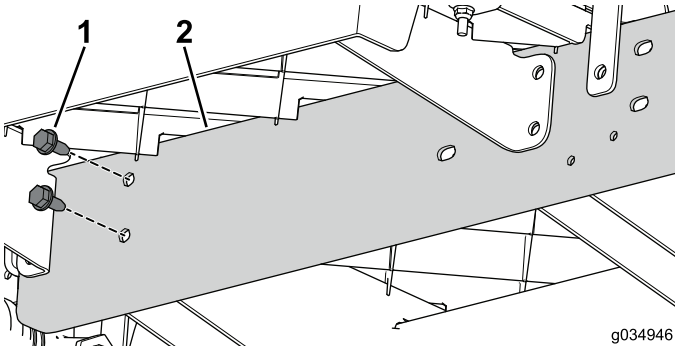

Figur 74
6. Bruk de to boltene (5/16 x 3/4 tomme) til å montere forlengelsesskinnen løst til midtkanalen for den fremre delen av maskinen (Figur 74).